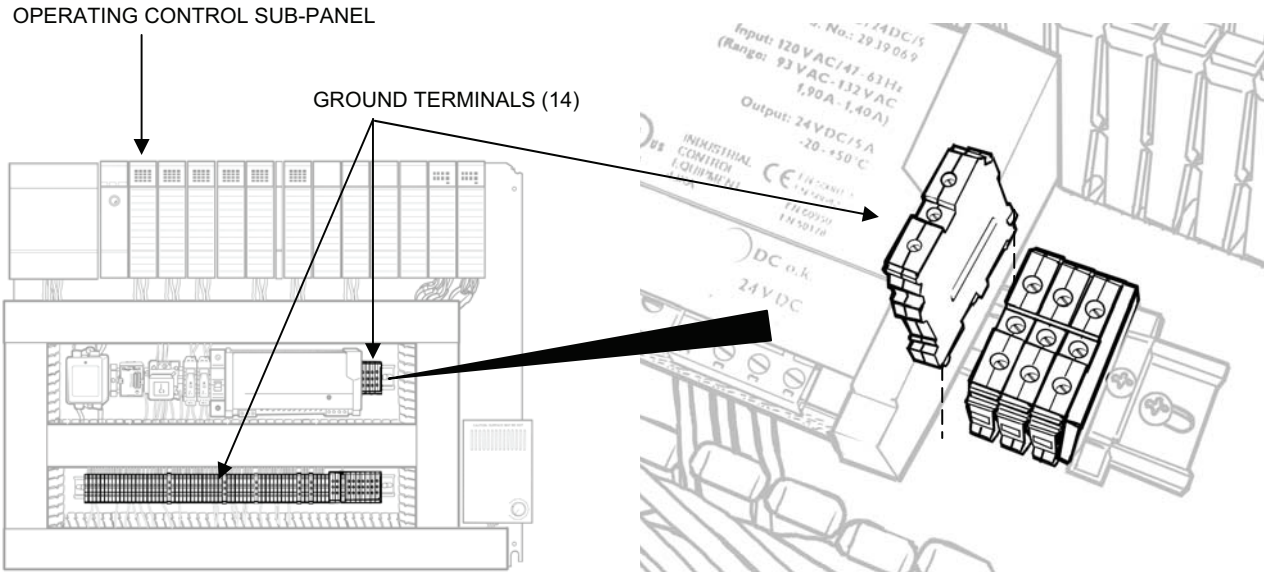

Figure 18. Ground Terminal Removal.
3. Remove ground terminal (green/yellow) as follows (see Figure 18):